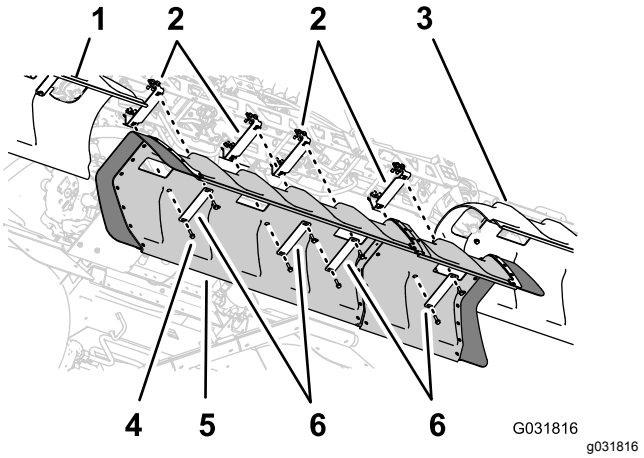

Figuur 185
1. Lijn de gaten in de afdekking van de middelste spuitboom uit met de gaten in de steunbeugels voor de afdekking van de middelste spuitboom (Figuur 185).
2. Lijn de gaten in 2 van de dekselbanden die u verwijderd hebt in stap 1 van 6 Verwijderen van het deksel van de middelste spuitboom (11 spuitdoppen) van de optionele afgedekte spuitboom (bladz. 14) uit met de slang in de afdekking en 2 van de steunbeugels (Figuur 185).
4. Lijn de gaten in de 2 dekselbanden (Toro onderdeelnummer 120-0629) uit met de 4 resterende gaten in de afdekking en de 4 resterende gaten in de steunbeugels (Figuur 185).
5. Monteer de dekselbanden en de afdekking op de steunbeugels (Figuur 185); gebruik hierbij de 4 flenskopbouten (5/16 x 1-1/4" - Toro 323-36).